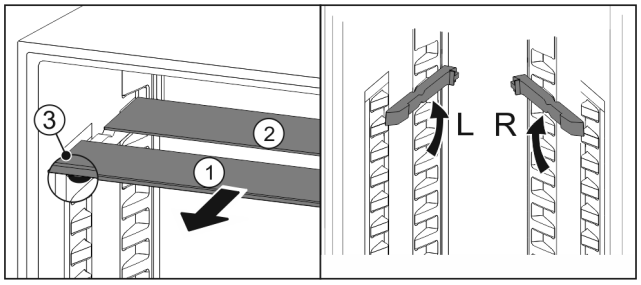

*Fig. 102*
▶ Extrageți *Fig. 102 (1)* pe rând plăcile de sticlă spre înainte.
▷ Placa de sticlă *Fig. 102 (1)* cu șipca decorativă se află în față.
▷ Opritoarele *Fig. 102 (3)* indică în jos.